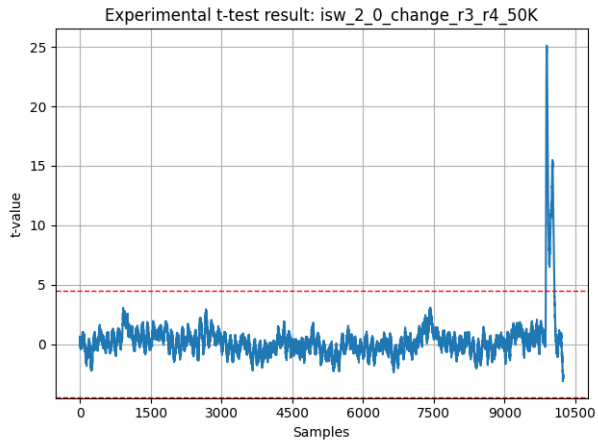

Figure 5.12: Experimental T-test result of isw-2-without-b-0 - patch: changing r3 and r4 (Setup: 250MSa/s, 10250S, 4ns, 2MHz)
2) Through the implementation of ISW-2-no-function-call-0, changing the content of $r3$ and $r4$ with each other. This approach does not need extra instruction. Figure 5.12 and 5.13 show the results. As a result, in Listing 5.3, $r3 = a1$, and $r4 = \&table$ as well as in Listing 5.4, $r3 = a1$, and $r4 = table[table[a0] + table[b1] + 256]$, so that there is no leakage on $r4$ and $r6$.
4) Replacing $r3$ and $r4$, means, $r3 = a1$ (Listing 5.9, Figures 5.12, 5.13)